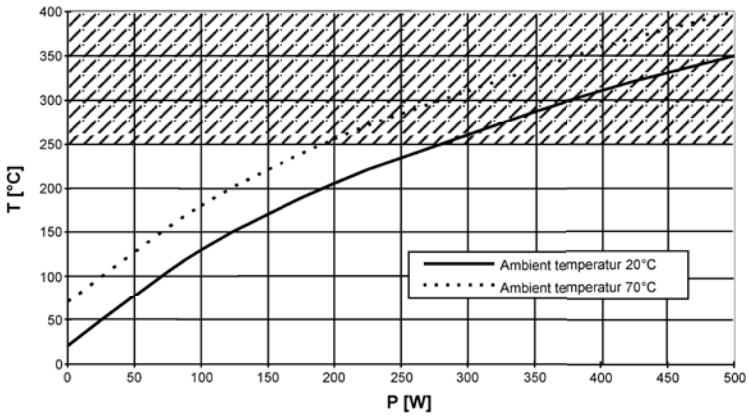

Fig. 9.10: Housing temperature ballast resistor DPRxx-200 at CDF = 100 %, max. T = 250 °C
Basis is the normal cycle time of 120 s. The casing temperature be determined with the temperature diagram in fig. 9.10 on the basis of the average power. The avarage power is calculated according to formula (4). The value taken from fig. 9.10 plus 5 K amounts to the casing temperature at the chosen poulse strength.